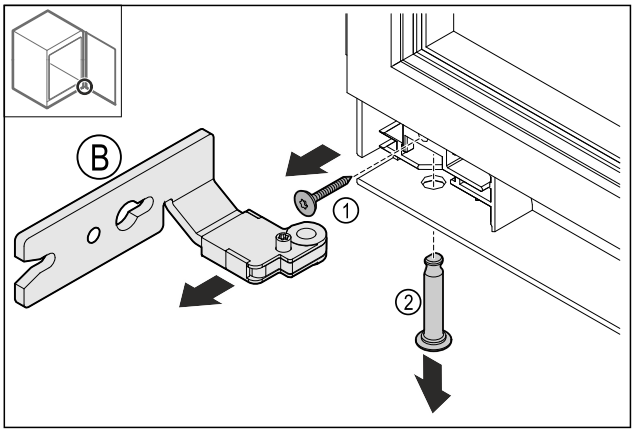

Fig. 13
▶ Retirar el tornillo *Fig. 13 (1)*.
▶ Retirar el perno *Fig. 13 (2)*.
▶ Retirar la bisagra *Fig. 13 (B)*.